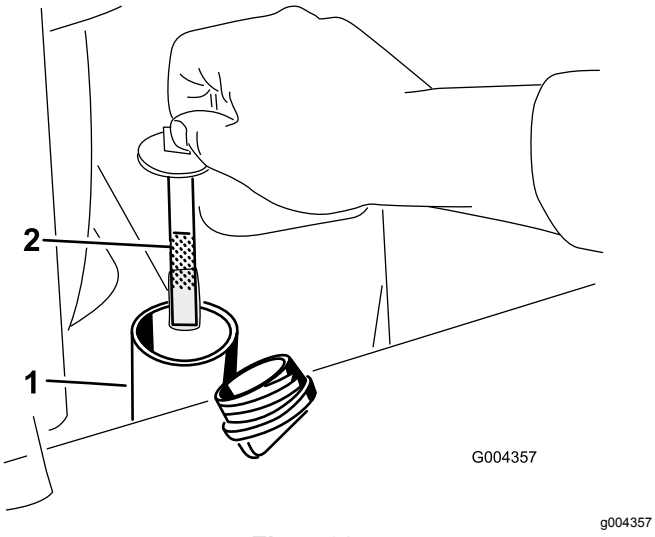

Figur 62
5. Ta bort hydraultanklocket och oljestickan (Figur 62).